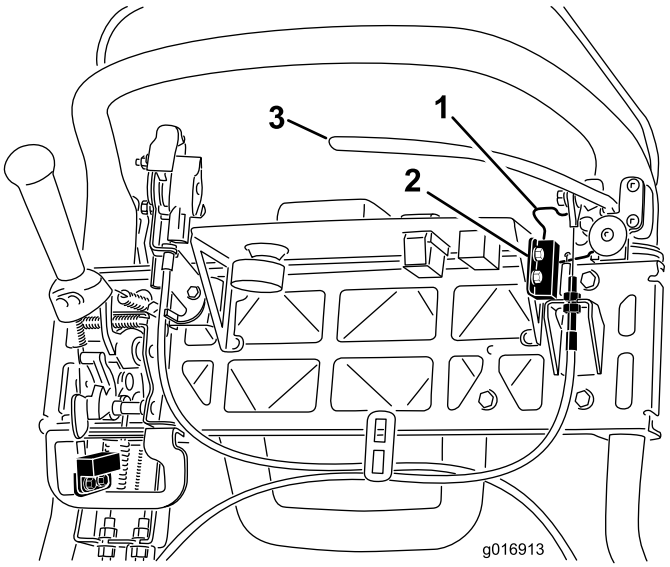

Figur 40
4. Løsn sikkerhedskontaktens fastgørelsesanordninger (Figur 40).
5. Placer et 1,6 mm tykt afstandsstykke mellem parkeringsbremselåsen og sikkerhedskontakten (Figur 40).